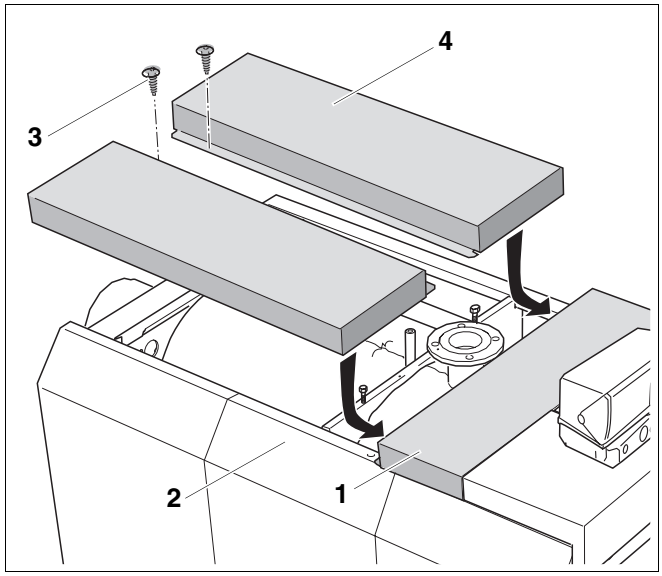

Рис. 40 Установка боковых крышек котла
- Установить боковые крышки котла (рис. 40, **поз. 4**) отбортовкой внутрь на боковые стенки (рис. 40, **поз. 2**).
- Боковые крышки котла (рис. 40, **поз. 4**) придвинуть к передней крышке (рис. 40, **поз. 1**) и зацепить за нее. Для этого нужно, передвигая вперед боковые крышки, немного приподнять их заднюю часть.
- Закрепить боковые крышки (рис. 40, **поз. 4**) винтами (рис. 40, **поз. 3**).